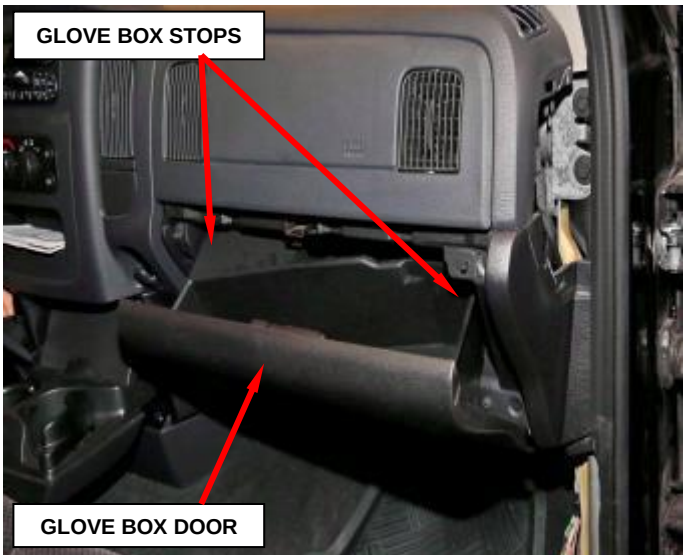

Figure 16 – Glove Box
a. Release the two glove box stops and lower the glove box downward past the stops (Figure 16).